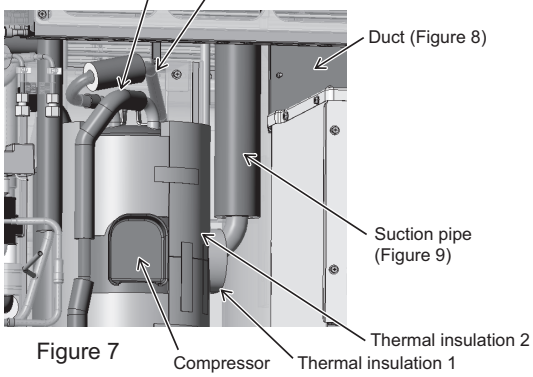

Figure 7
(7) Remove thermal insulation 1 and thermal insulation 2. (See Figure 7.)